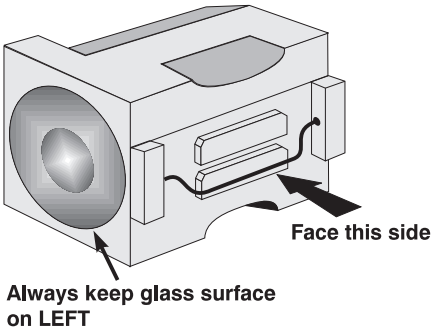

Figure 4.6. Lamp orientation
2. Place the lamp module on a stable worksurface, with the glass lens surface facing left as shown in Figure 4.6.
Hold the new lamp module with the wire handle facing you (the two brass nuts will be on the opposing side). Make sure that the glass lens surface is on your ***left*** — otherwise the unit will be upside down. See Figure 4.6